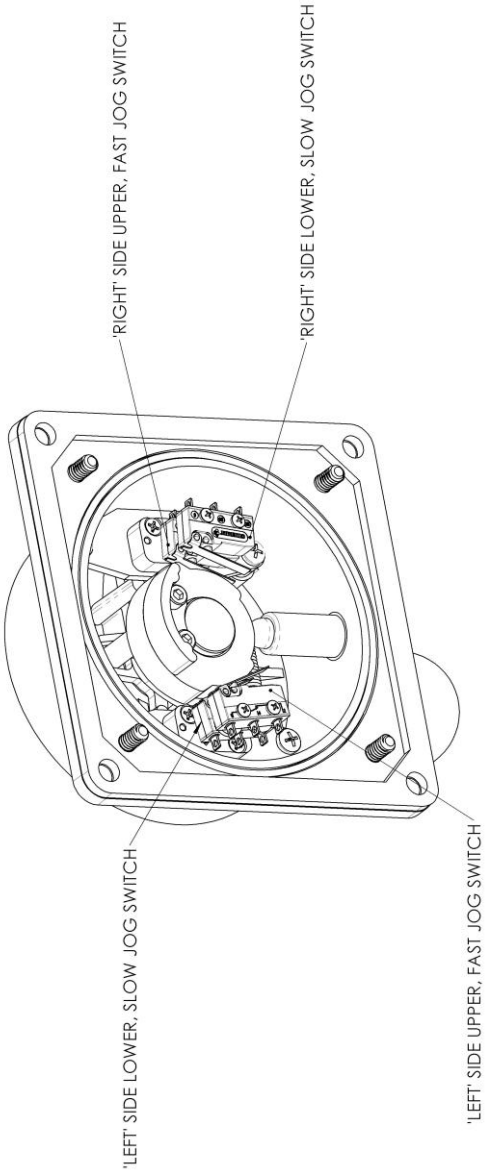

Figure 15: Arrangement of microswitches in jog lever housing
1. Refer to Figure 15 and familiarize yourself with the microswitch positions and what is meant by: left, right, upper and lower switch positions.